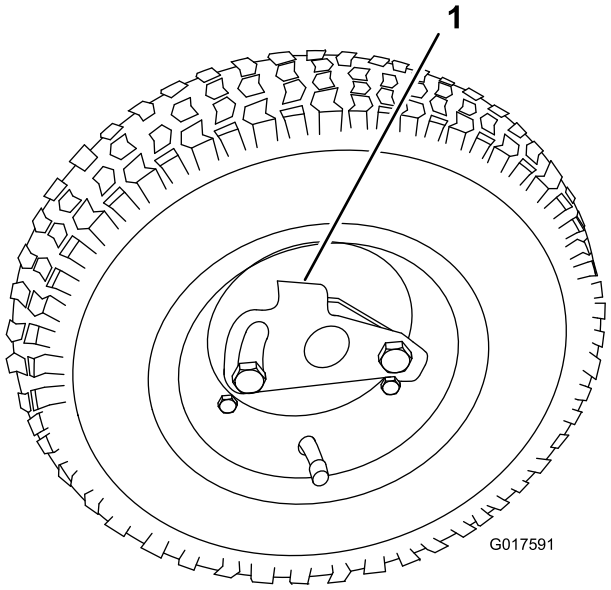

Figura 10
2. Empurre o dispositivo de bloqueio da roda para o centro da roda na direcção do eixo (Figura 10).